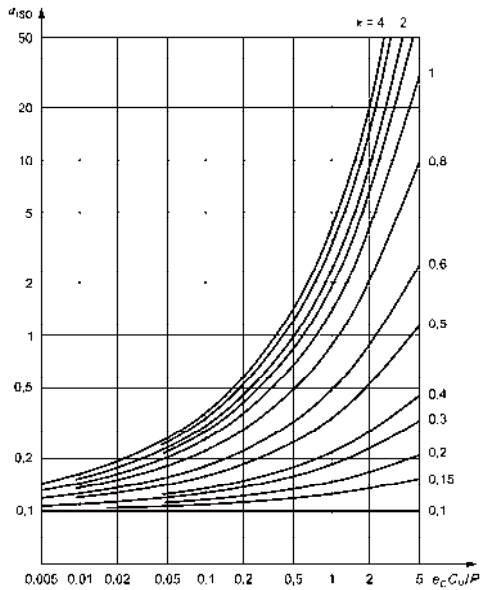

Abb. 6.14
- in der **Abb. 6.14** für Axial-Rollenlager